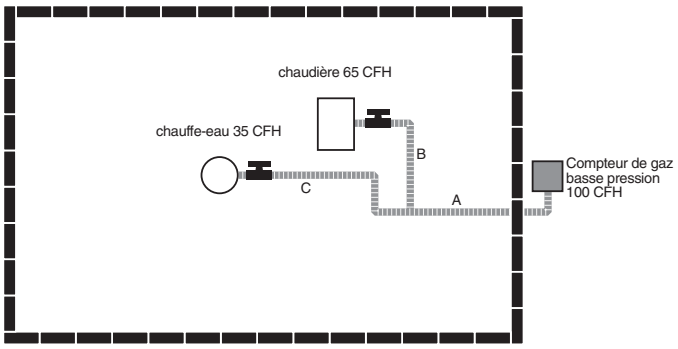

Figure: 3-1
1. Le système présenté dans Figure : 3-1 est typique pour une maison unifamiliale comprenant un nombre limité d'appareils situés dans une zone générale. La pression d'alimentation est de 6 po de colonne d'eau et la chute autorisée est 1/2 po.